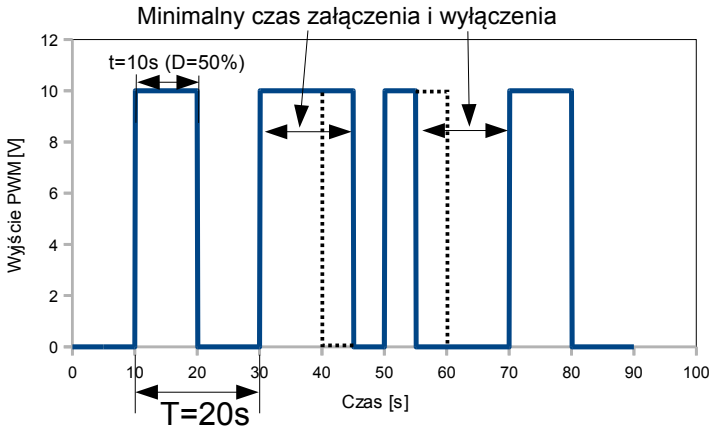

Rys. 7.101. Przykładowy przebieg wyjściowy przekaźnika typu OC w trybie PULSE
- **Minimalny czas załączenia** – minimalny czas trwania stanu wysokiego (po załączeniu wyjścia w stan wysoki przełączenie się w stan niski nastąpi po **Minimalnym czasie załączenia**) – patrz **Rys. 7.101**,
- **Minimalny czas wyłączenia** – minimalny czas trwania stanu niskiego (po wyłączeniu wyjścia przełączenie się w stan wysoki nastąpi po **Minimalnym czasie wyłączenia**), patrz **Rys. 7.101**,